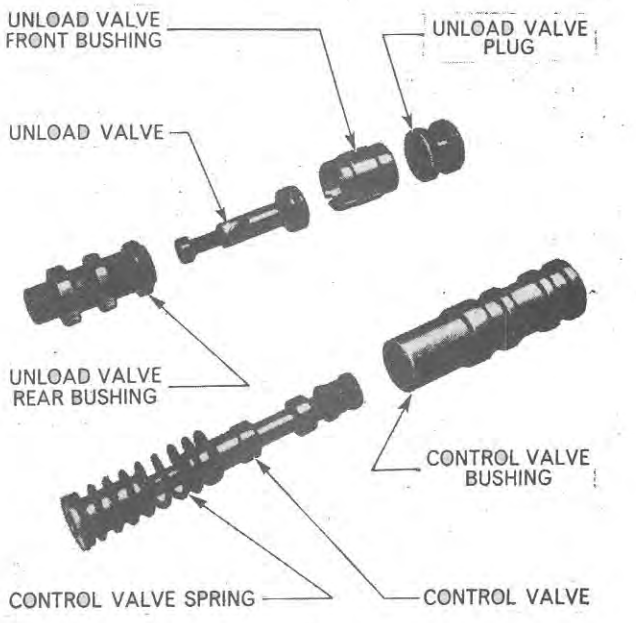

Figure 25
2. Place the unload valve front bushing over the Extension and locate it at the entrance to the bore. The bushing has a small single notch at one end, which should face into the bore, and two large notches at the opposite end, which must locate against the rear bushing, Figure 25.
8. The unload valve plug, Figure 25, is colour marked in the same manner as the unload valve bushing and a plug with a matching colour marking should be selected for assembly. (For plug sizes—See Specifications Section—Chapter 5.)
9. The control valve, Figure 25, is colour marked to provide identification as to its diameter, but this should not be used as a means of selecting a valve to match the control valve bushing. When the bushing is pressed into the bore in the cylinder, the internal diameter becomes smaller in proportion to the amount of interference, between bushing and bore. When selecting a control valve, therefore, one should be chosen which,